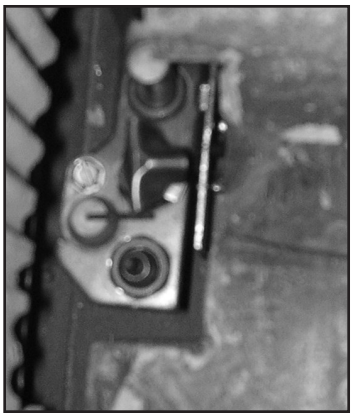

Figure 18. Pilot assembly beside the burner
8. Re-install the burner, ceramic panels, log set and glass door. Also refer to Secondary Installation - Log Set Installation. When re-installing the burner, ensure that the burner to pilot hood relationship is similar to what is shown in Figure 18.